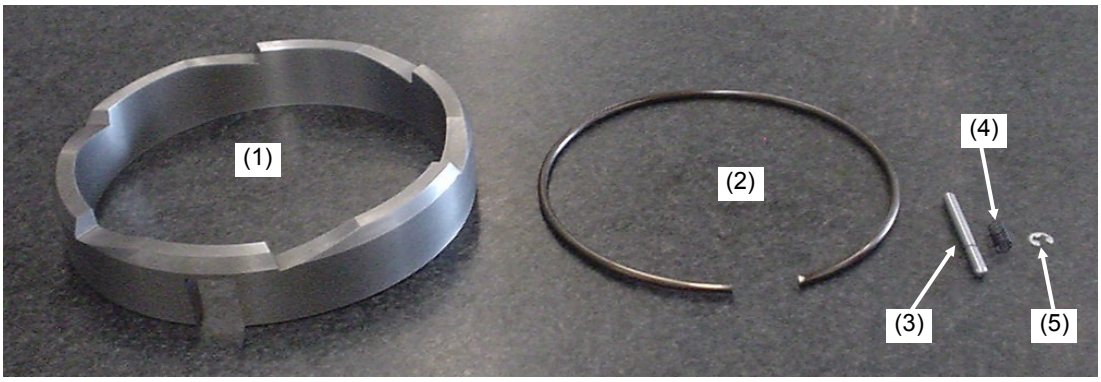

Fig. 5-16 Components for the Unloader Device (Cylinder Sleeve Attachment)
- The components for the unloader device fall into two types: components configured to be embedded in the crankcase (see Fig. 5-15) and components configured to be attached to the cylinder sleeve (see Fig. 5-16).